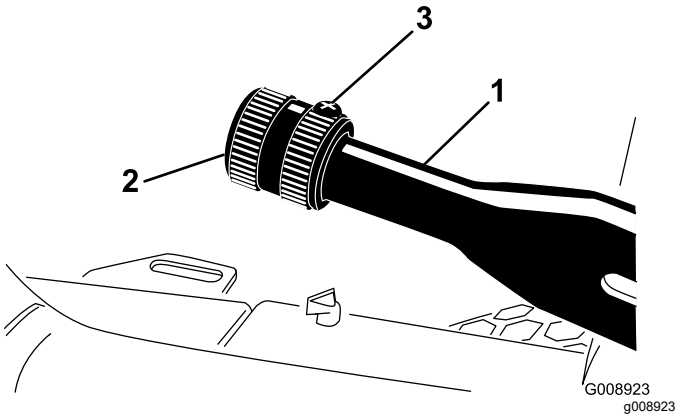

Figuur 83
2. Draai de stelschroef los waarmee de knop is bevestigd aan de parkeerremhendel (Figuur 83).